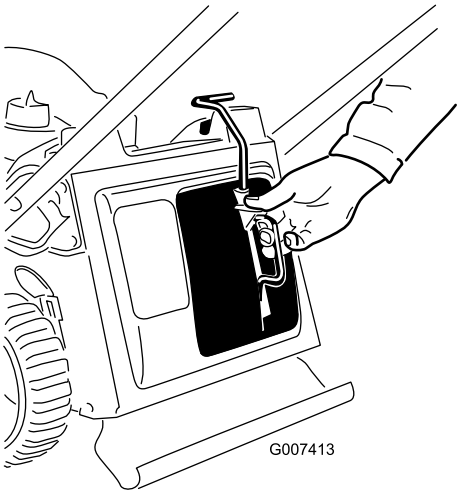

Figur 9
2. Tryck in knappen på spaken med tummen och för in mullningspluggen hela vägen i öppningen (Figur 9).